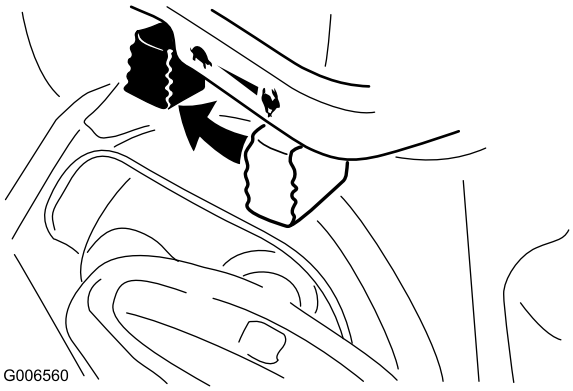

Figur 26
1. Flyt gashåndtaget til positionen Slow (langsom) og dernæst til positionen Stop (Figur 26).